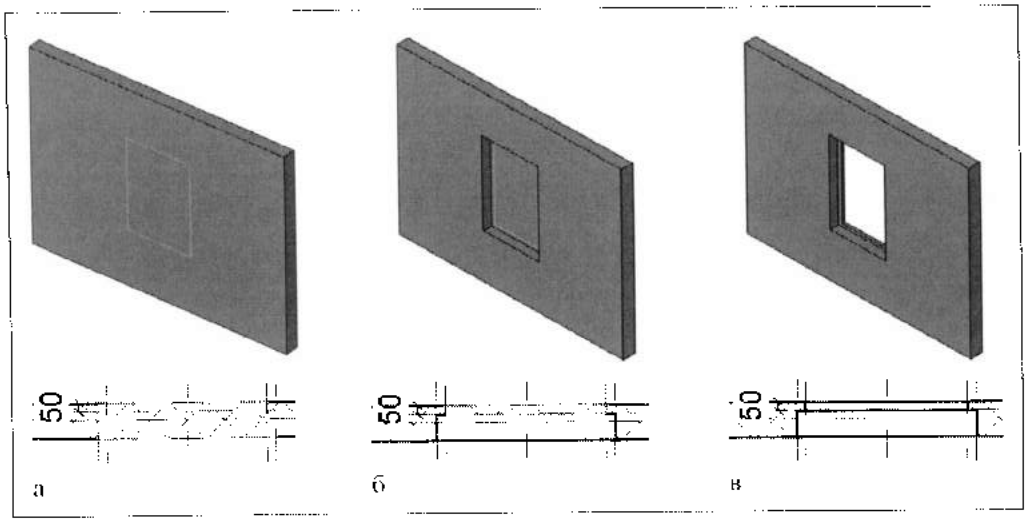

Рис. 18.5. *Вырезание полостных форм*
16. Выбрать на ленте **Modify** в разделе **Edit Geometry** (Редактировать геометрию) команду **Cut > Cut Geometry** (Вырезать геометрию) и затем щелчками показать контур первой полостной формы, сопровождаемый подсказкой *Void Extrusion*, и стену (рис. 18.5,а). Произойдет вырезание в стене проема в соответствии с первой полостной формой (рис. 18.5,б). Аналогично показать контур второй полостной формы и стену для вырезания четверти (рис. 18.5,в).